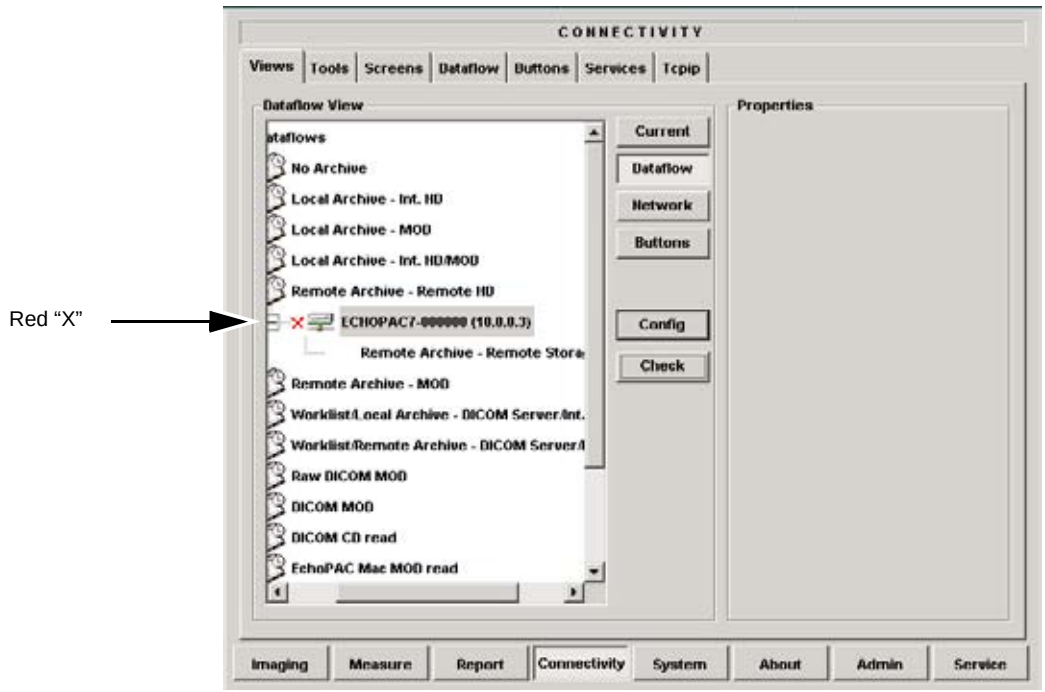

Figure 3-123 Verification of connection failed
- In the example in Figure 3-123, the red "X" next to the computer sign (), means that the check failed. The cause may be;